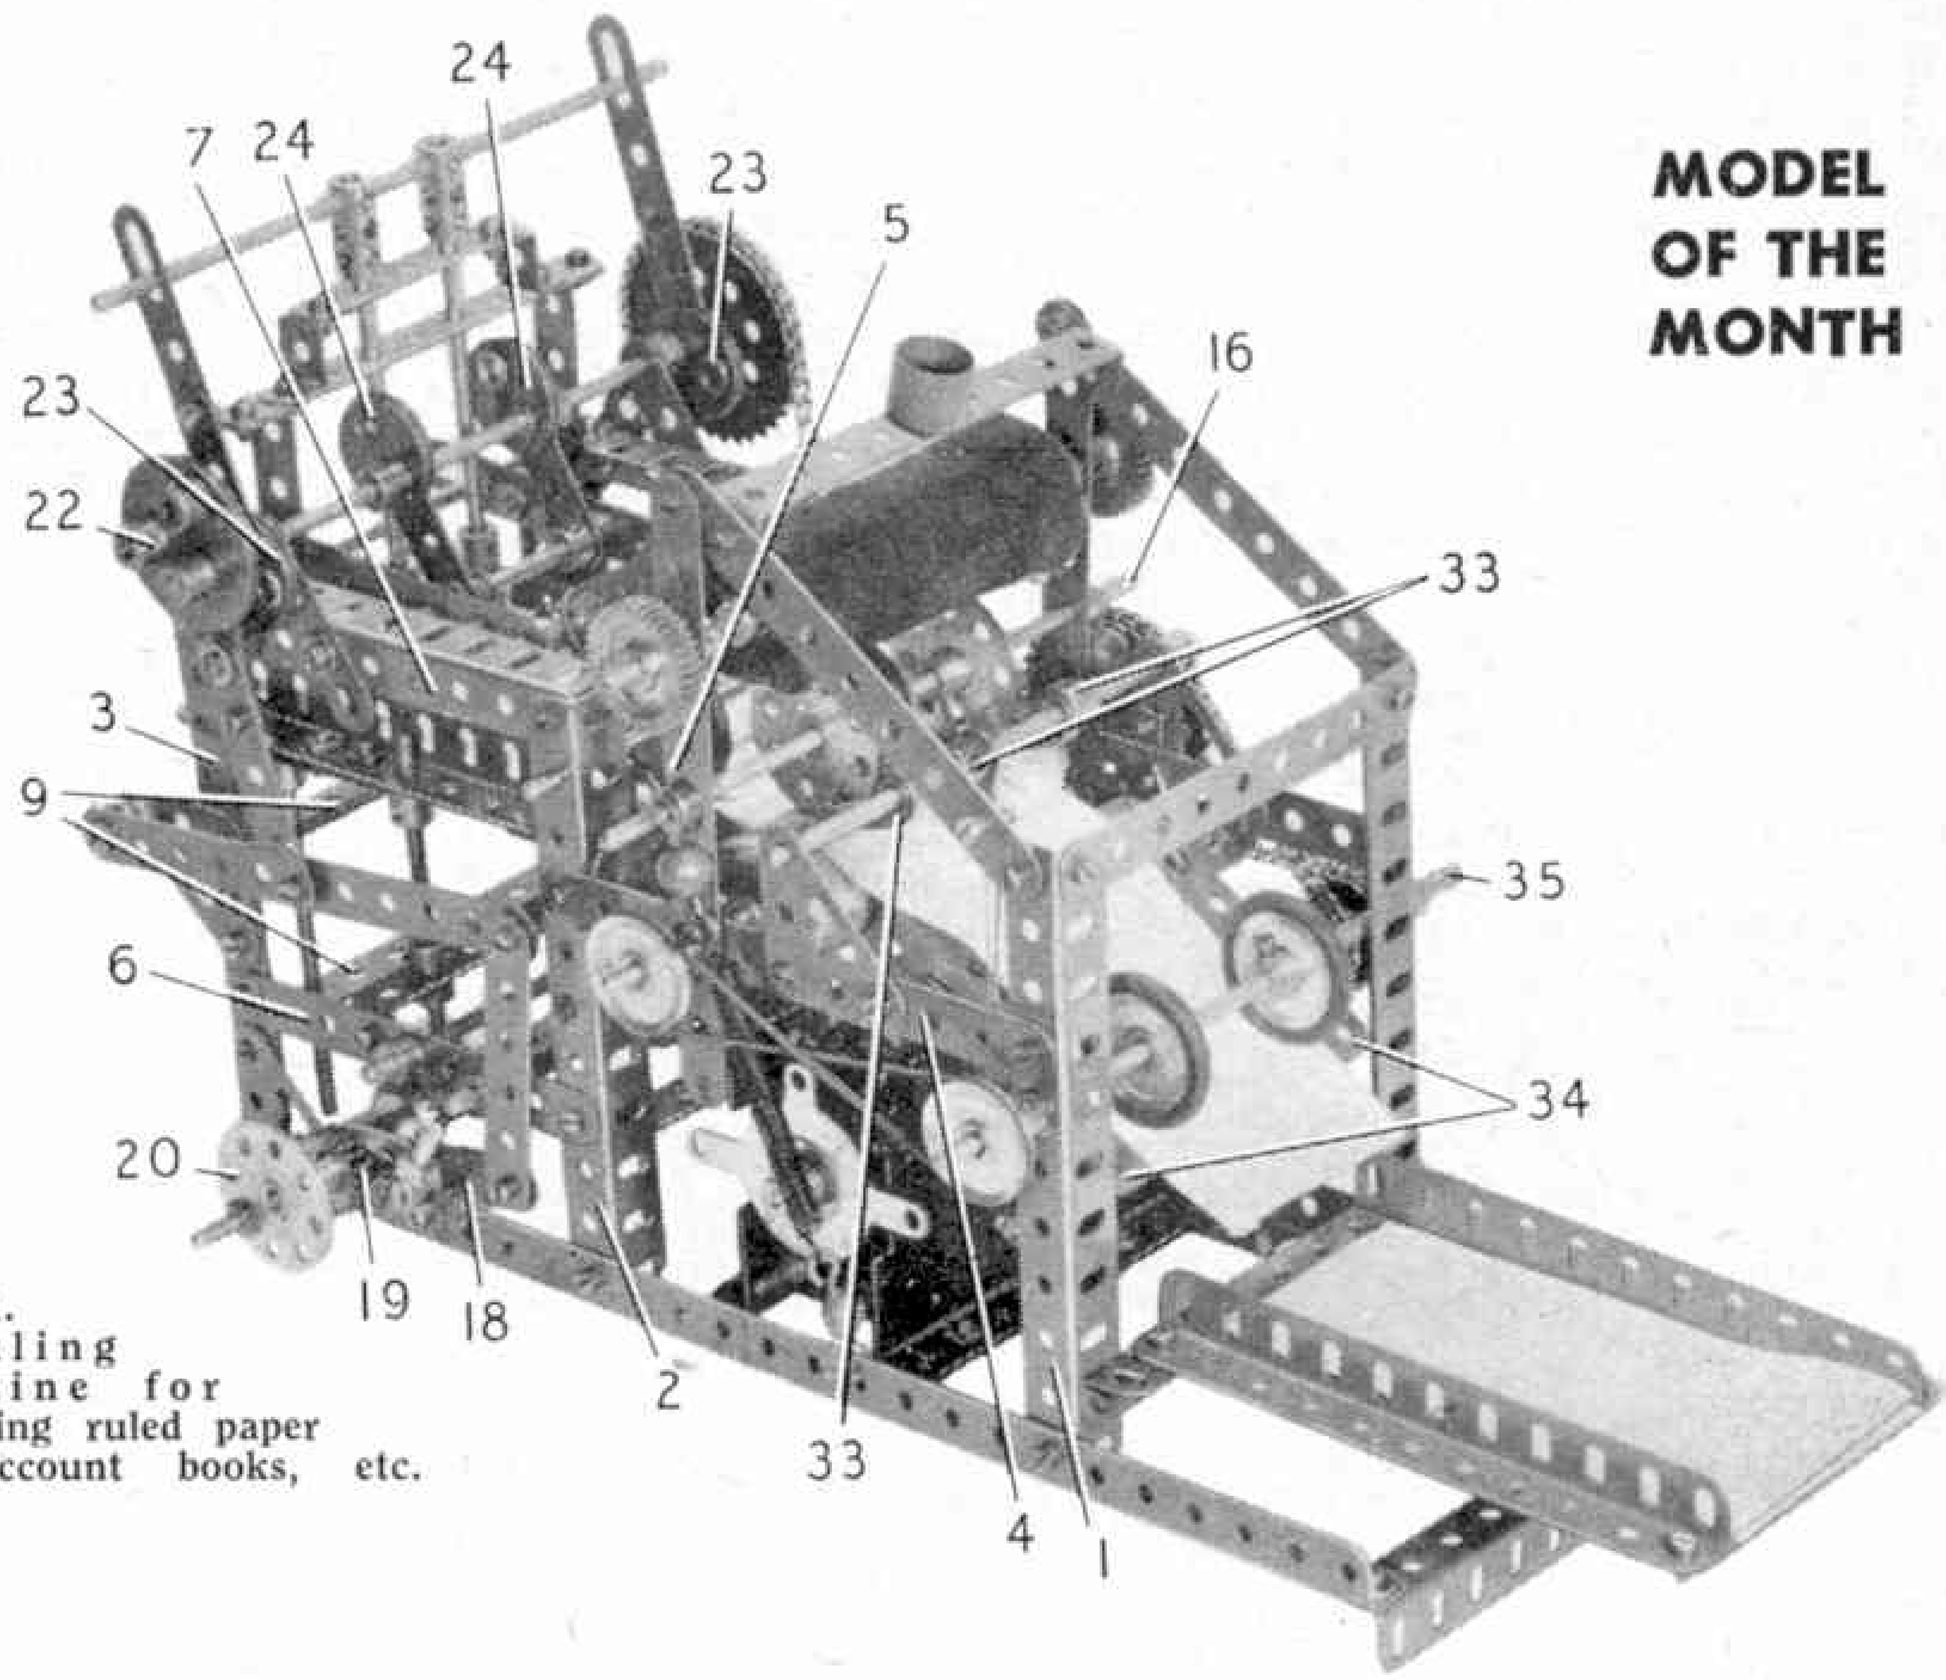

Fig. 1. A Ruling Machine for producing ruled paper for account books, etc.
The model is shown complete in Fig. 1 on this page and while it is not at all difficult in construction, the building of it should provide plenty to interest the constructor. The model is driven by an E20R(S) Electric Motor and is most realistic when in operation.